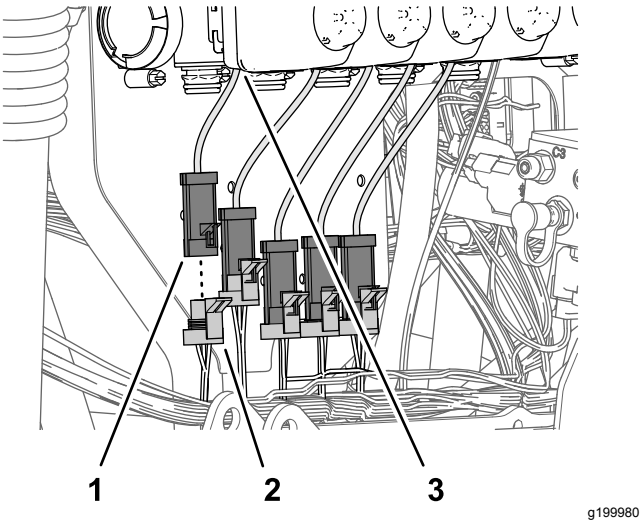

Figur 116
2. Tilslut afgreningsledningens (89 cm) stik med 3 sokler (Figur 116) med angivelsen DYSEVENTIL 1 fra sættets ledningsnet til stikket med 3 ben på ventilaktuatoren yderst til venstre (position 1).
3. Tilslut afgreningsledningens (89 cm) stik med 3 sokler (Figur 116) med angivelsen DYSEVENTIL 2 fra sættets ledningsnet til stikket med 3 ben på ventilaktuatoren (position 2).
4. Tilslut afgreningsledningens (89 cm) resterende stik med 3 sokler fra sættets ledningsnet til stikket med 3 ben på ventilaktuatorne (Figur 116).